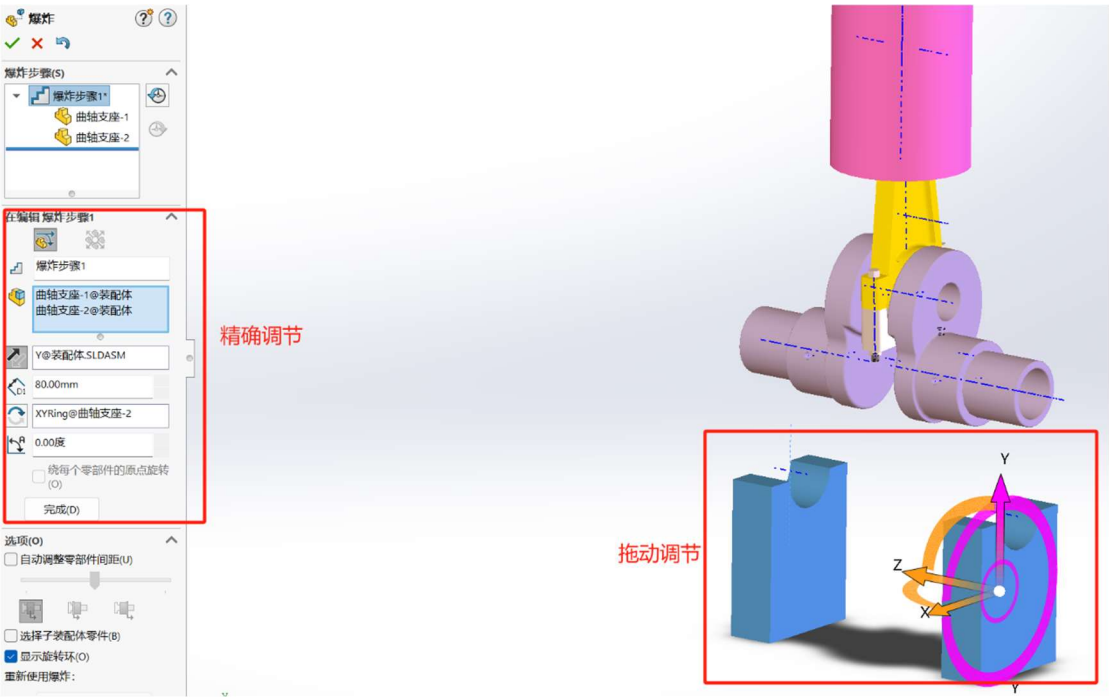

图 14 设置爆炸步骤
②设置爆炸步骤：如图 14 所示，点击想要移动的零件，零件上将出现三重轴坐标系，可以通过拖动零件的方式确定零件移动/旋转的方向和距离，并点击“完成”按钮，完成该爆炸步骤；或者在选中零件的基础上，在页面左侧栏中精确设定爆炸的移动/旋转方向和距离参数，并点击“添加阶梯”按钮，完成该爆炸步骤。点击此前已经完成的爆炸步骤，还可以对该步骤进行编辑（如更改想要爆炸的零件、修改爆炸方向和距离等）。